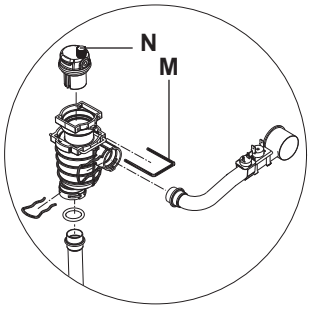

Fig. 28
6.7.1 TOP AUTOMATIC AIR RELEASE VALVE (fig. 28)